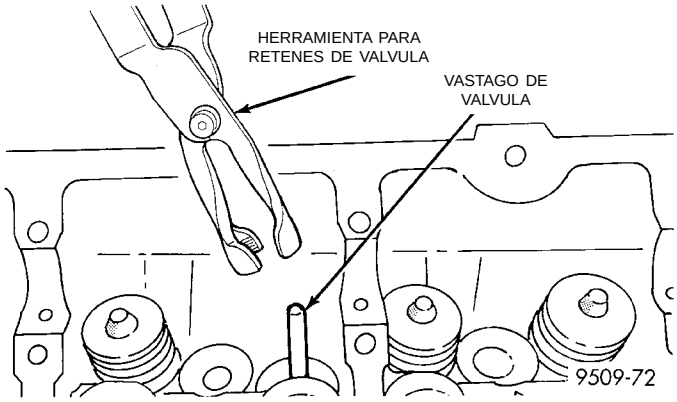

Fig. 30 Herramienta para retén de aceite del vástago de válvula
(5) Retire el muelle de válvula.
(6) Retire el retén del vástago de válvula, con la herramienta pertinente (Fig. 30).